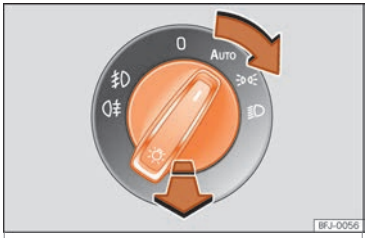

Fig. 43 Tablero de instrumentos: mando de las luces.
• Gire el interruptor hacia la posición deseada ››› fig. 43.